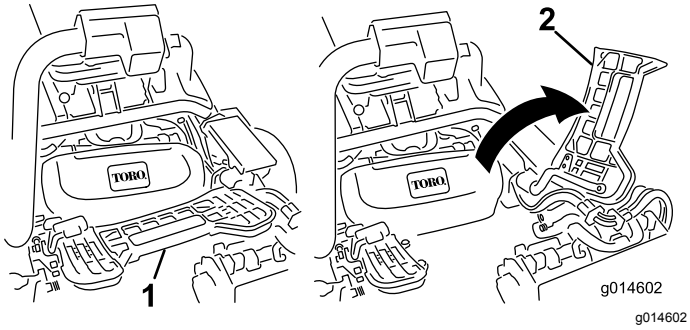

Rysunek 43
1. Unieś podnóżek i odchyl go do pozycji otwartej w celu uzyskania dostępu do centralnej jednostki tnącej (Rysunek 43).